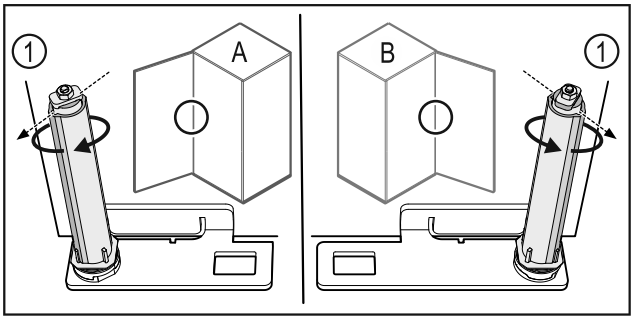

*Fig. 51 Opritorul din stânga (**A**) / opritorul din dreapta (**B**)*
▶ Rotiți sistemul de închidere până la rezistență, până când pragul sistemului de închidere *Fig. 51 (1)* este orientat spre exterior.